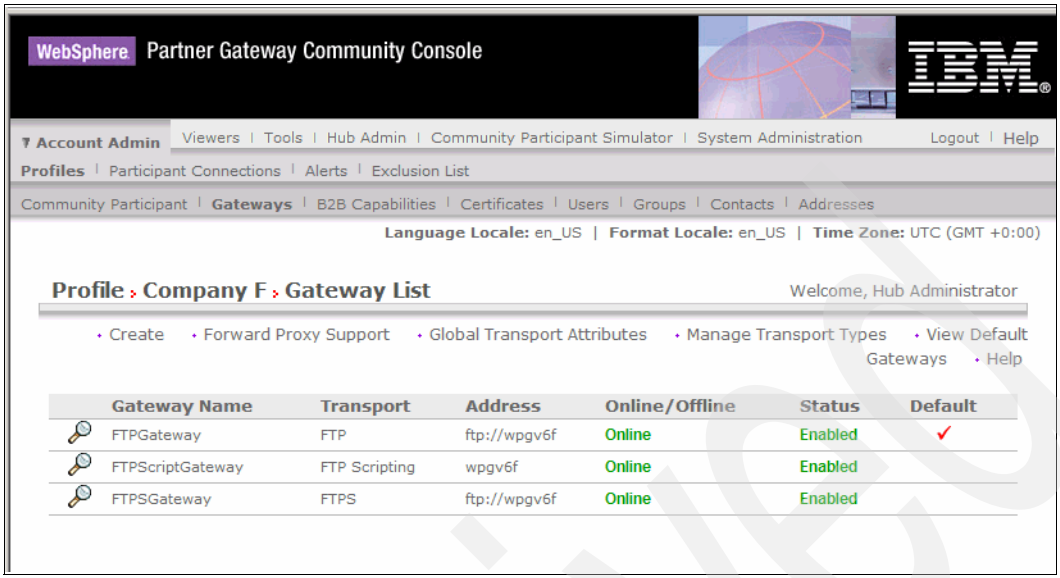

Figure 12-44 New Company F gateway list including the FTPScriptGateway
k. When the Save action completes, we see the FTPScriptGateway configuration summary. Click **List** to see the current configured gateways for Company F(Figure 12-44 on page 396).